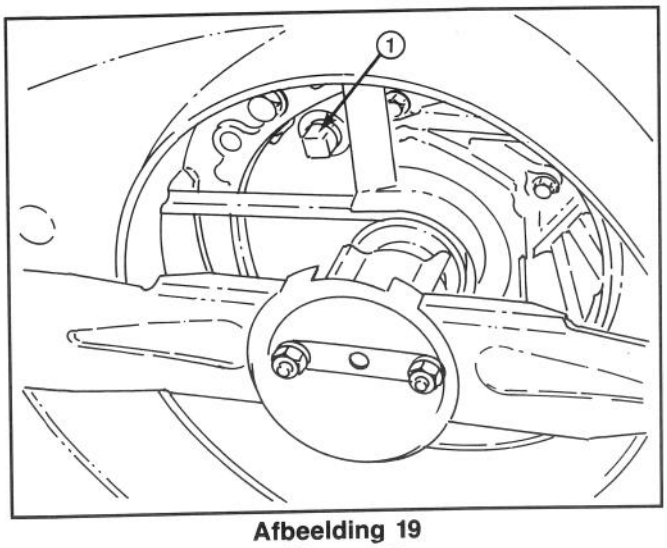

**Afbeelding 19**
**3.** Houd de maaier schuin naar links. Verwijder de stop van de onderkant van de maaier met behulp van een instelbare schroefsleutel (Afb. 19). Plaats een opvangbak onder de maaier.